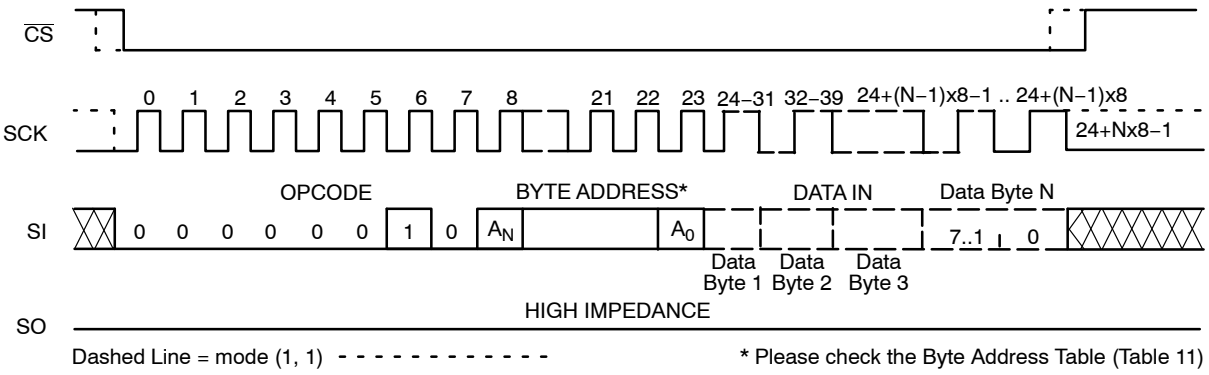

Figure 6. Page WRITE Timing
After sending the first data byte to the NV25128, the host may continue sending data, up to a total of 64 bytes, according to timing shown in Figure 6. After each data byte, the lower order address bits are automatically incremented, while the higher order address bits (page address) remain unchanged. If during this process the end of page is exceeded, then loading will "roll over" to the first byte in the page, thus possibly overwriting previously loaded data. Following completion of the write cycle, the NV25128 is automatically returned to the write disable state. While the internal write cycle is in progress, the RDSR command will output the $\overline{RDY}$ (Ready) bit status only (i.e., data out = FFh).
The additional 64−byte Identification Page (IP) can be written with user data using the same Write commands sequence as used for Page Write to the main memory array (Figure 6). ***The IPL bit from the Status Register must be set (IPL = 1) using the WRSR instruction, before attempting to write to the IP.***